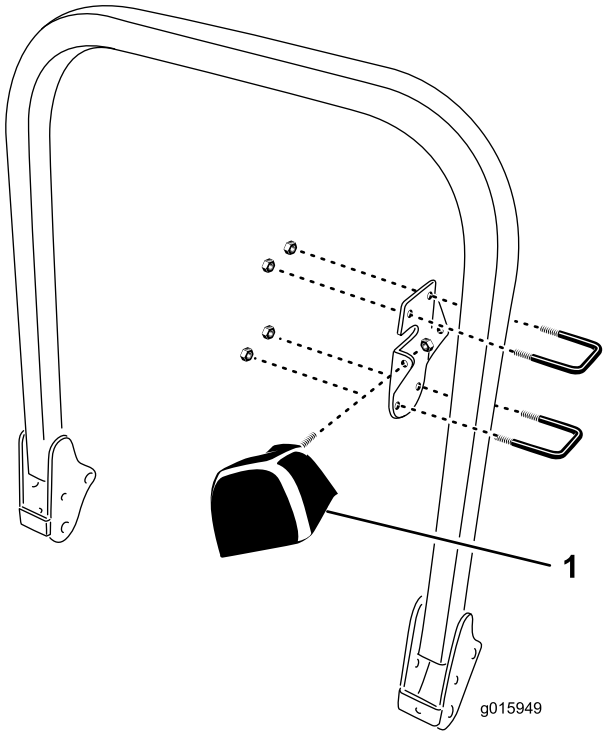

Figur 7
1. Monter lygtebeslaget på indersiden af styrtbøjlen med (2) bøjleskruer og (2) (3/8–16) låsemøtrikker som vist i Figur 7.